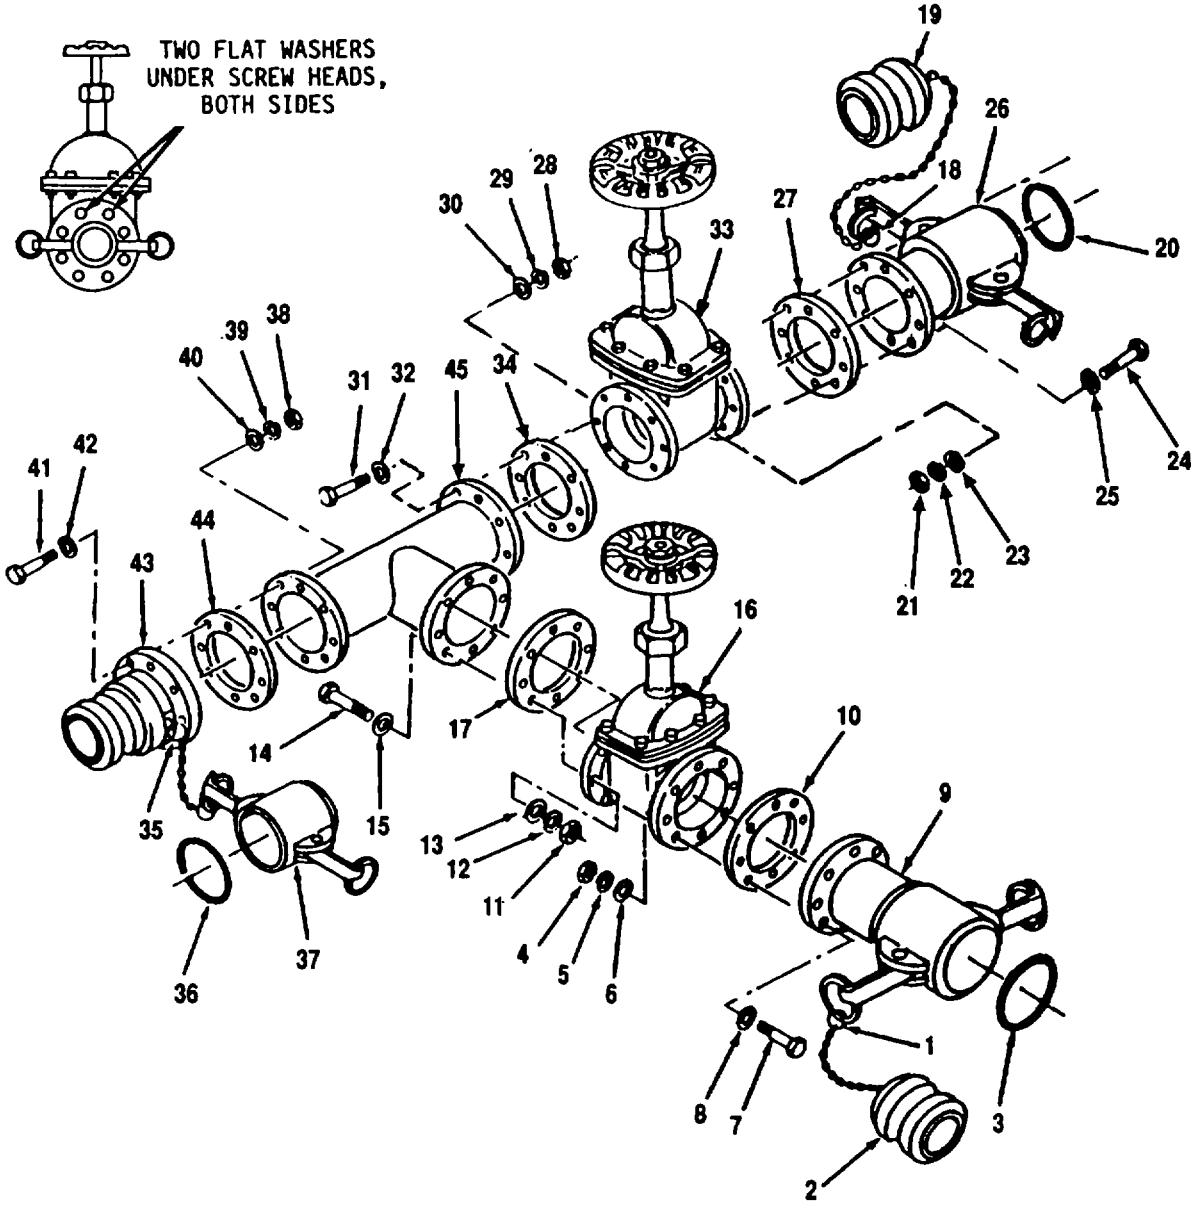

Figure 4-13. Tee and Dual Gate Valve Assembly (9148-Y1) Assembly
e. Assembly. Refer to Figure 4-13.
(1) Position gasket (44) and male coupling (43) on tee (45).
(2) Install eight flat washers (42), screws (41), flat washers (40), lockwashers (39) and nuts (38).